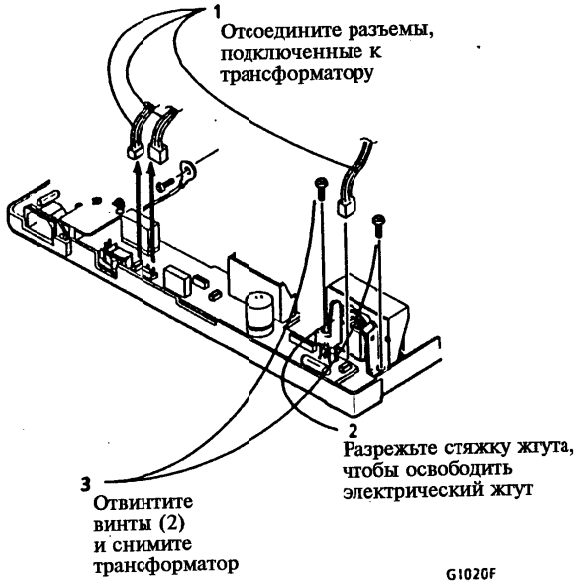

Рисунок 1. Снятие трансформатора (TR1)
2. (Рисунок 1): Снимите трансформатор.